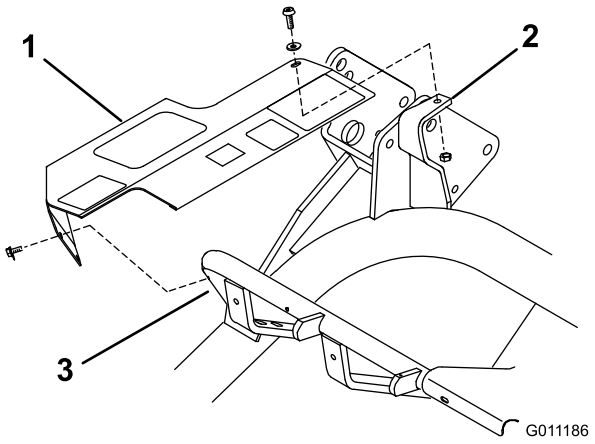

Figur 7
1. Juster dekselets monteringshull i forhold til hullene i rammeslangen og monteringsbraketten (Figur 7).
2. Fest baksiden av dekselet løst på toppen av monteringsbraketten med en sokkelhodeskrue ((1/4 x 3/4 tomme), skive ((1/4 tomme)) og mutter ((1/4 tomme)) (Figur 7).
3. Fest forsiden av dekselet løst til rammeslangen med to selvgjengende skruer (Figur 7). Stram alle dekselets monteringsfester.